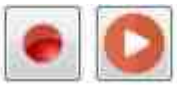

Рис. 6 (“запись сигналов” / “воспроизведение сигналов”)
- При открытии программ “Запись сигналов” и “Воспроизведение сигналов” рядом с кнопкой “Индикация состояния подключенных устройств” появляется кнопка с уникальной иконкой, соответствующей открытой программе (Рис. 6). При запуске программы иконка начинает мигать. При нажатии на данную кнопку программа возникнет на переднем плане “рабочего стола” (удобно при работе с несколькими экранами).